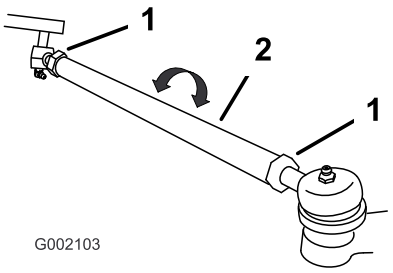

Figur 44
7. Hvis målene ikke faller innenfor 0 til 6 mm, løsne låsemutteren i begge ender av parallellstagene (Figur 44).